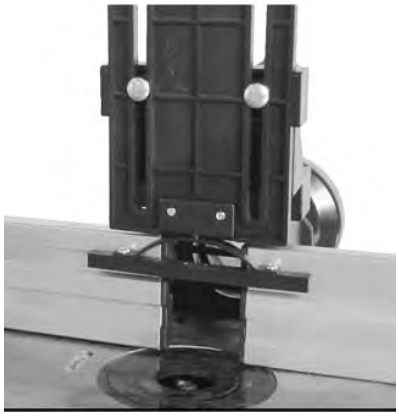

Fig. 6: Fitting the clamping bracket
Step 3: Fit the clamping bracket (item D, Fig. 6) to the fence using 2 carriage bolts, 2 washers and 2 plastic flanged nuts.